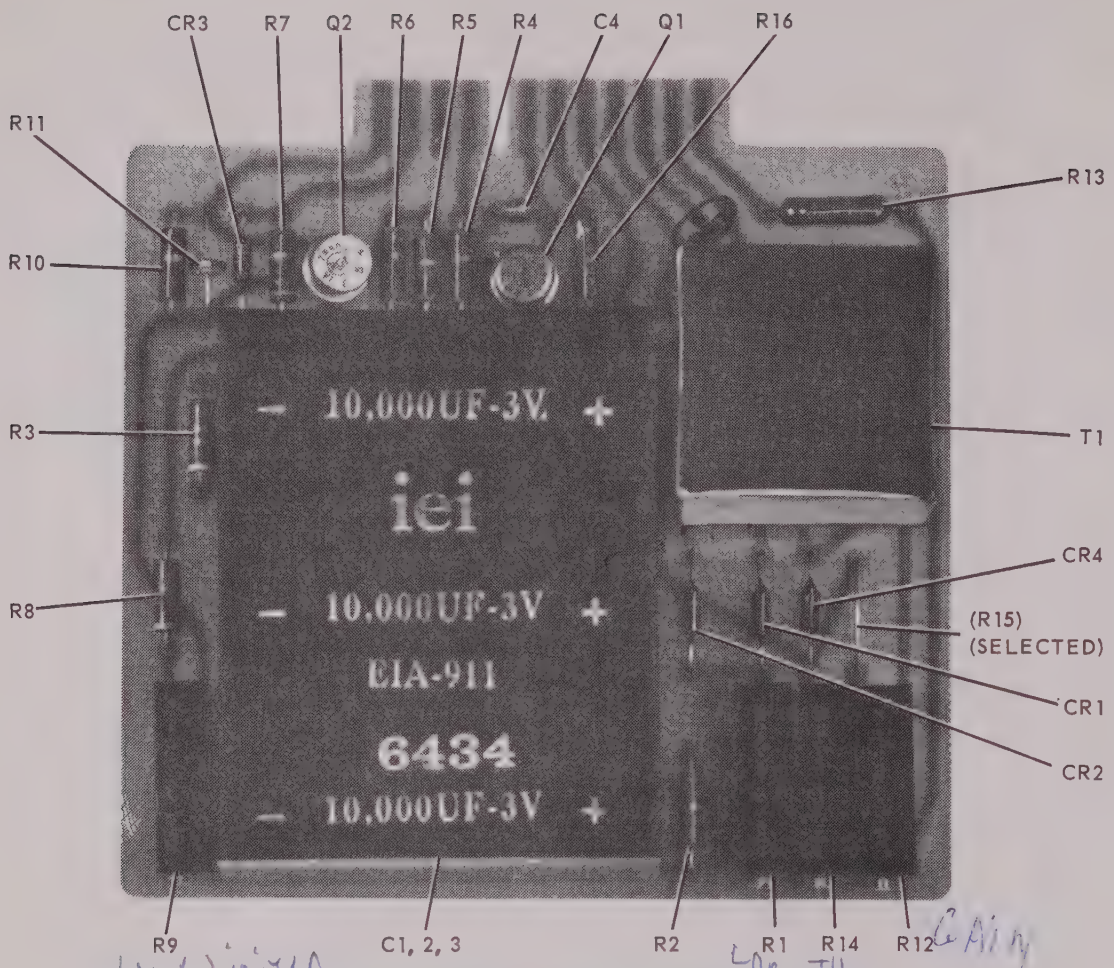

Fig. 4-3 Magnetic Amplifier Assembly
(3). Using an oscilloscope, check the voltage from the M to the F buss and the L to the F buss on the magnetic amplifier assembly cards (figure 4-3). The oscilloscope should indicate 50 volts peak-to-peak, 800 cps square wave for each measurement. If an abnormal indication is obtained, check the PS-1130 supply on the APS-10A, and check interconnecting wiring.
v. On the magnetic amplifier assembly card (figure 4-3), adjust potentiometer R1 (channel 1) to increase the voltage drop across the LDR lamp. At 0.85 volts, the LDR lamp voltage should cease to respond to the adjustment due to the action of the voltage clamp. If necessary, adjust potentiometer R9 on the magnetic amplifier assembly to set the voltage clamp to 0.85 volt.